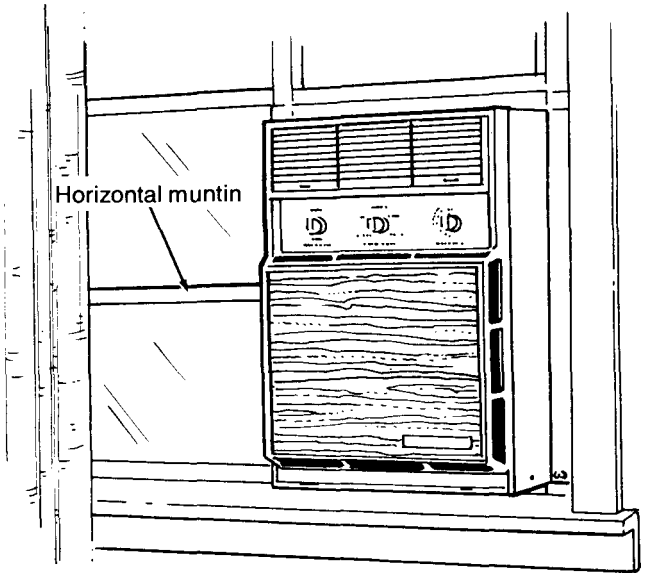

Fig. 7
1. Remove crank mechanism and retch handles (Fig. 7).